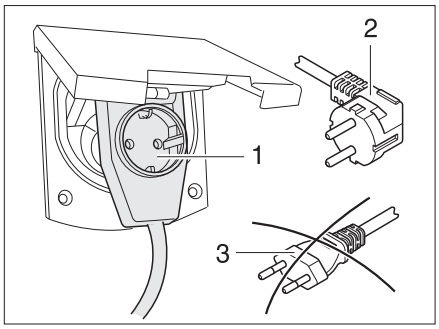

Fig. 89 Connecting an angled connector with socket
▶ If a CEE 17 angled connector with socket mounted on rear (Fig. 89,1) is used, use only a rubberised and sealed IP 44 plug with earth contact (Fig. 89,2). Do not use a plug without earth contact (Fig. 89,3). Danger of electrocution!